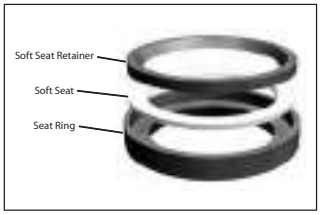

Figure 4: Soft Seat Assembly
6.5. Valves with soft seats (see figure 4) require the seat ring to be inspected and possibly disassembled. Check to see that seating surfaces on the plug and seat assemblies are free of damage. If the seat insert is worn, remove it from the assembly. Since the plug seating surface does not come in contact with the seat insert retainer, it is not necessary to correct any minor damage to that part. The plug seating surface can be re-machined to a 30 degree angle. Lapping is not required when proper reassembly procedures are followed.